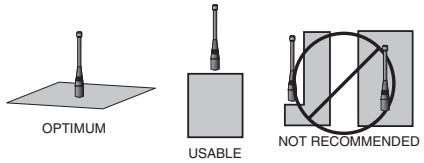

Figure 24: Ground Plane Orientation
2. Optimum performance is obtained from a ¼- or ½-wave straight whip mounted at a right angle to the ground plane (Figure 24). In many cases, this isn't desirable for practical or ergonomic reasons, thus, an alternative antenna style such as a helical, loop or patch may be utilized and the corresponding sacrifice in performance accepted.